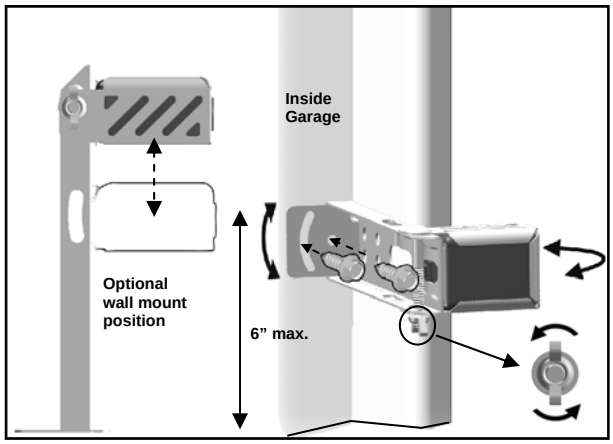

Fig. 1 (Wall Mount)
1. Placez les photocellules face à face de chaque côté de la porte de garage. Positionnez les capteurs afin qu'ils ne dépassent pas 6 "(15cm) au-dessus du sol, comme le montre la figure 1.